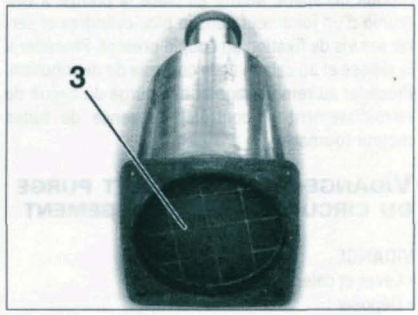

FIGURE 1-17
- Déposer la cartouche (3) du filtre à particules **(figure 1-17)**.